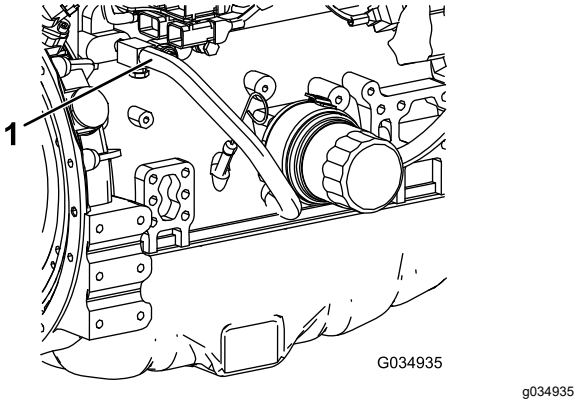

Figura 125
7. Retire la manguera de refrigerante del enfriador de aceite del motor (Figura 125).